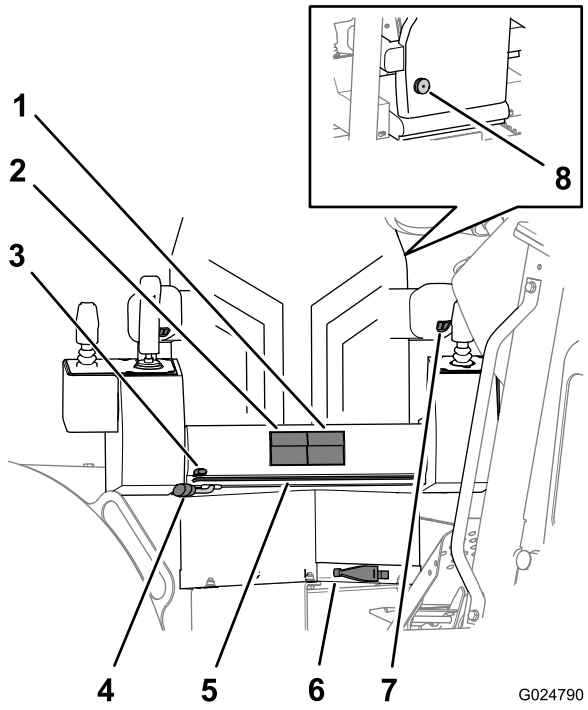

Figure 17
- **Boutons de réglage de hauteur du siège** – pour monter ou descendre l'assise du siège (Figure 17).
- **Boutons de coulissement du siège** – pour faire coulisser l'assise du siège en avant ou en arrière (Figure 17).
- **Levier de coulissement du cadre du siège** – Utilisez ce levier pour avancer ou reculer le siège et son cadre (Figure 17).
- **Levier de réglage d'assise du siège** – Utilisez ce levier pour avancer ou reculer l'assise du siège sur le cadre du siège (Figure 17).
- **Levier de rotation du siège** – Utilisez ce levier pour débloquer le siège et le faire pivoter à la position voulue. Le siège pivote à 360° et se verrouille en position par palier de 10° (Figure 17).
- **Compensateur de poids du siège** – Tournez ce levier pour permettre au compensateur de poids de régler la tension de soutien en fonction du poids de l'utilisateur (Figure 17).
Tournez la commande pour élever ou abaisser l'accoudoir (Figure 17).
Tournez le bouton situé derrière le dossier pour régler le support lombaire à la position la plus confortable (Figure 17).